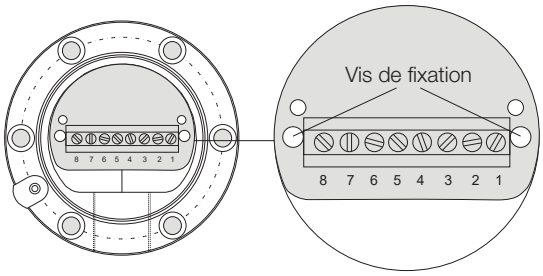

Fig. 4-6 : Boîtier typique avec bornier de raccordement, affectation des bornes
4. Enlever les deux vis de fixation (voir Fig. 4-6) du module électrique.